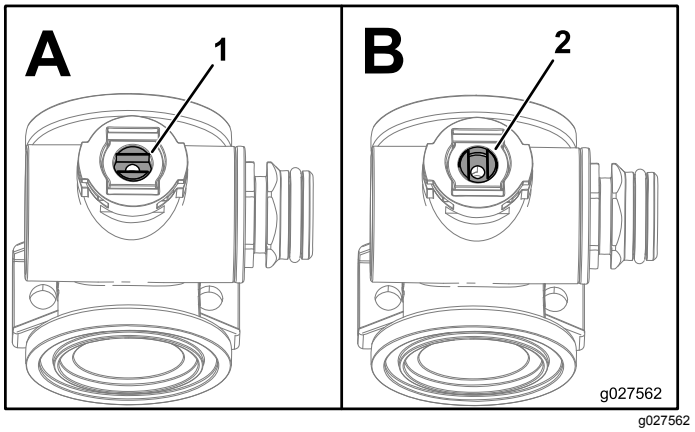

Figur 119
1. Placer ventilspindelen, så den er i lukket position (Figur 119 B).